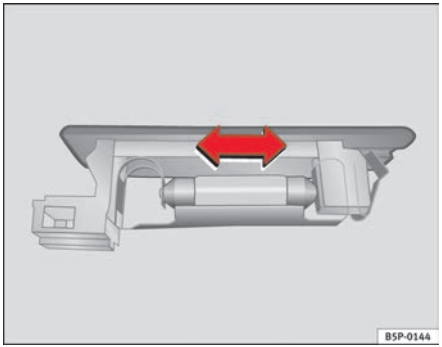

Fig. 197 Luggage compartment light
– Press the lamp sideways and remove it from its housing ⇒ page 261, fig. 197. ■